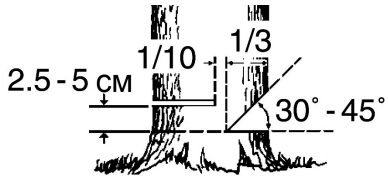

Рис. 9. Расположение запила и пропила
5. Сделайте запил с той стороны, куда должно упасть дерево. Глубина запила примерно 1/3 диаметра ствола под углом 30-45° (Рис. 9).